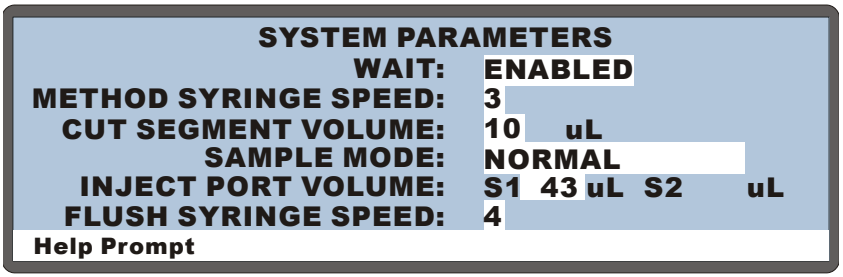

Figure B-43. System Parameters Screen Example: Normal Mode Selected
1. On the **MODULE SETUP MENU**, press **5** to go to the **SYSTEM PARAMETERS** screen (see Figure B-43).